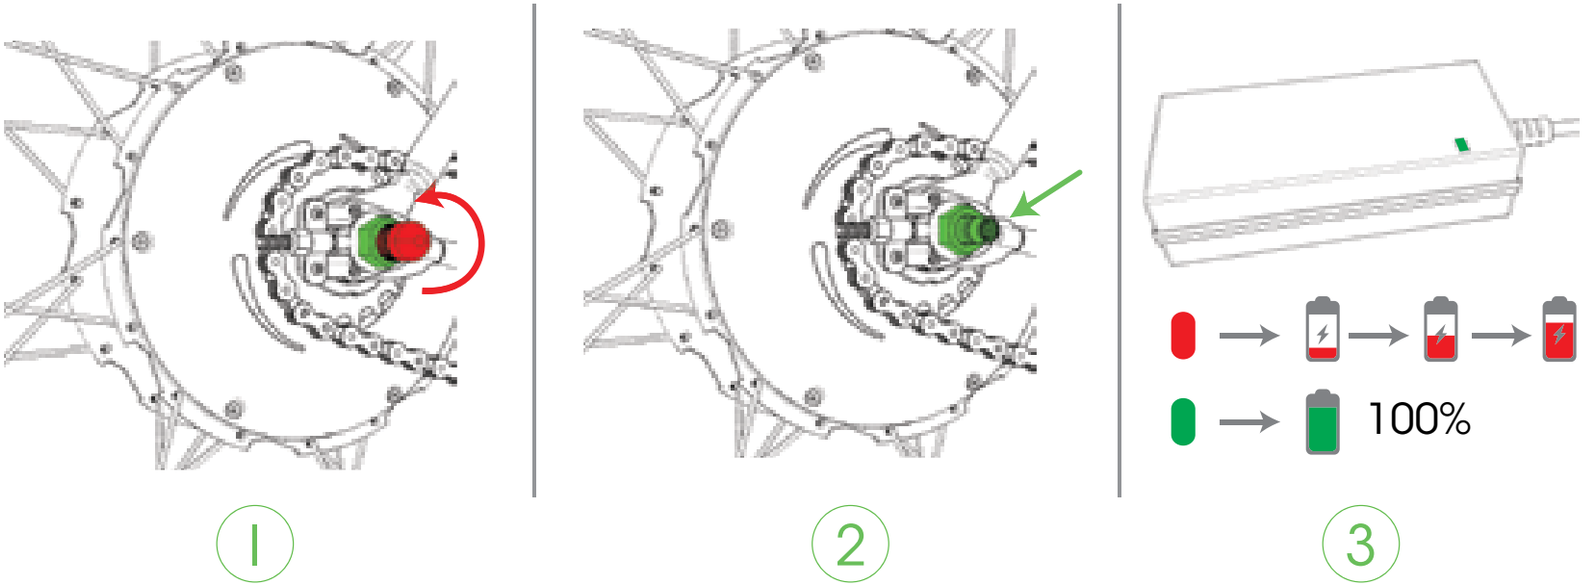

Abbildung 6: BIKE+ all in one aufladen
2.3 BIKE+ all in one aufladen (siehe Abbildung 6)